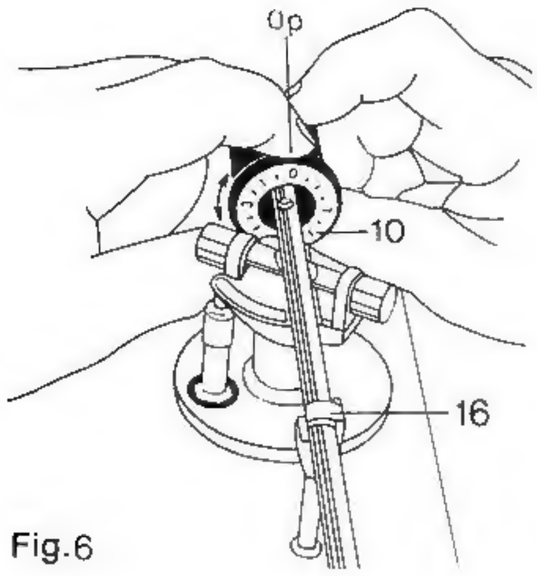

Fig.6
1.6.2 Eichung (Fig. 6)
Verriegeln Sie den Tonarm wieder (Fig. 6 —16) und — während Sie das Ausgleichsgewicht in der ausbalancierten Stellung festhalten — drehen Sie dessen vordere Skala (Fig. 6 —10) so, daß die Null-Marke (0) oben steht.